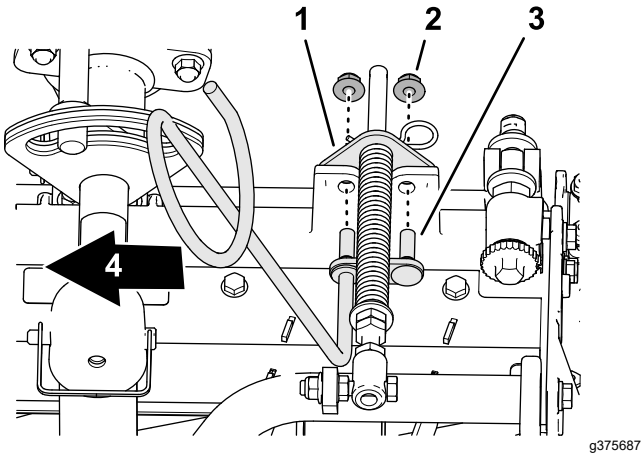

Figura 10
5. Aliniai tifturile ghidajului pentru furtunul din stânga cu orificiile cadrului unităii de tăiere i suportul de compensare pentru gazon (Figura 10).